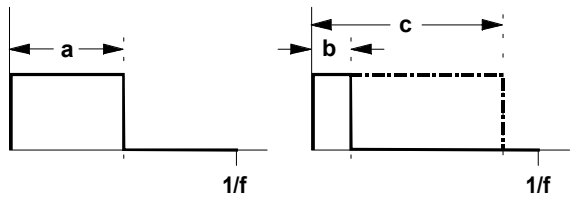

Fig 2: Square waves with different pulse widths
The further the pulse width deviates from 50% (see Fig. 2, b and c), the weaker the lower harmonics become, and the more the sound gets thin and nasal.
④ PW
You use control ④ to alter the pulse width of the square wave appearing at output ❻ (see Fig. 2 and ❻).
⑤ PW CV 2